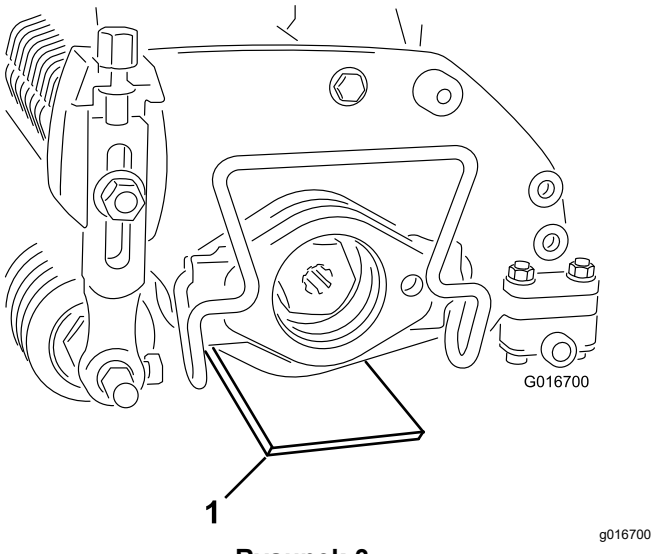

Rysunek 3
2. Wsuń pręt wskaźnika, który ma wybraną wysokość ostrza nad podłożem, pod każdym końcem skaryfikatora (Rysunek 3).